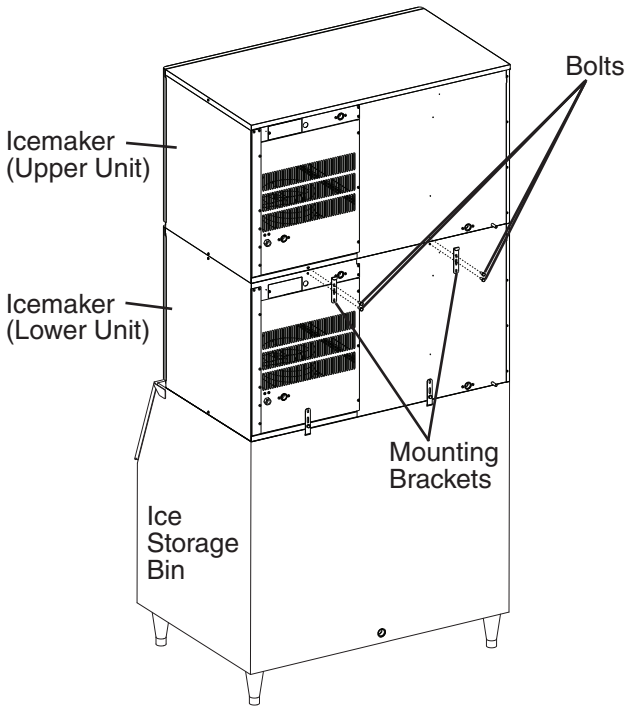

**Fig. 5**
6) Secure the upper unit to the lower unit using the 2 mounting brackets and the bolts provided. See Fig. 5.